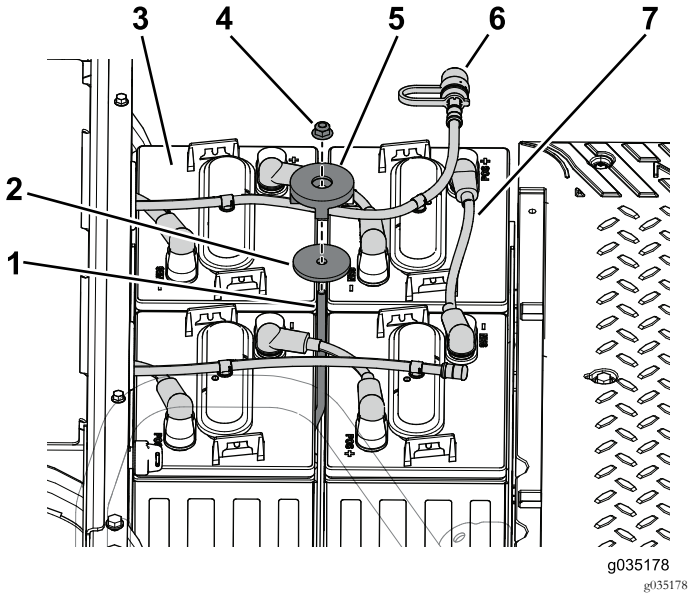

Figura 56
1. Rimuovete il dado flangiato, la tenuta della batteria e la rondella che fissano le batterie al relativo vassoio (Figura 56).
2. Scollegate l'alloggiamento per l'irrigazione dalle batterie nel vassoio della batteria anteriore (Figura 56).